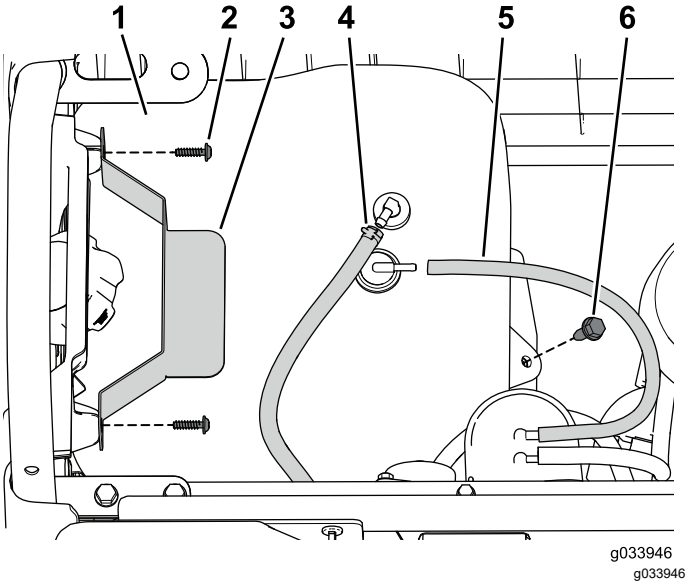

Rysunek 4
1. Odkręć śrubę z łbem kołnierzowym mocującą zbiornik paliwa do płyty zbiornika (Rysunek 4).
2. Odkręć śruby mocujące dociskacz (Rysunek 4).
3. Odłącz od zbiornika przewód odpowietrzający i przewód paliwowy (Rysunek 4).
7. Podłącz przewód paliwowy i przewód odpowietrzający do zbiornika paliwa (Rysunek 4).
8. Zamocuj dociskacz z wykorzystaniem śrub odkręconych wcześniej (Rysunek 4).
9. Zamocuj zbiornik paliwa na płycie zbiornika z wykorzystaniem śruby z łbem kołnierzowym wykręconej wcześniej (Rysunek 4).